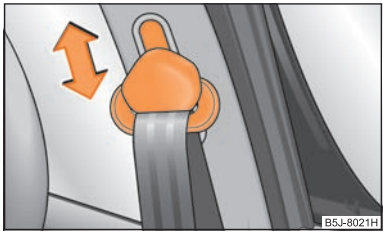

Fig. 108 Front seat: Seat belt height adjuster
- To adjust the belt height press the height adjuster and move it up or down ⇒ fig. 108.